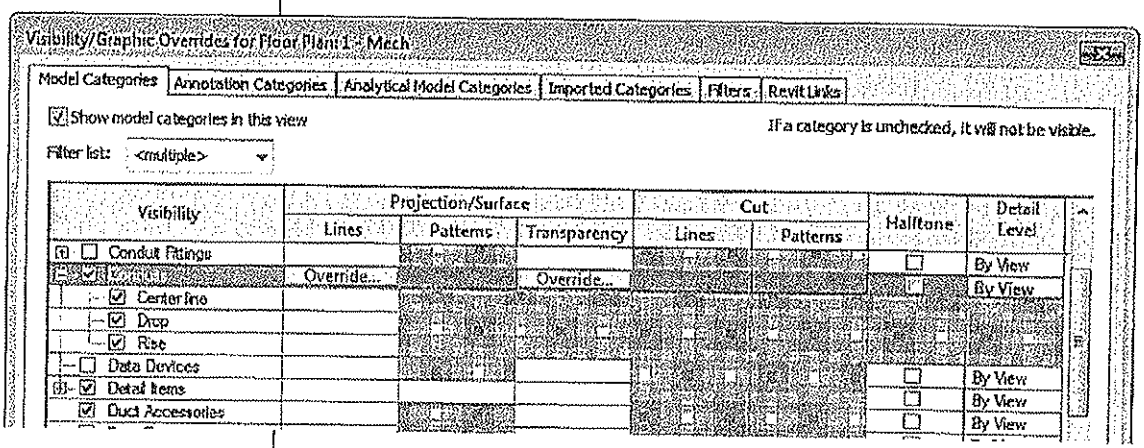

Figure 4–21
- Most elements contain sub-categories that can be modified by expanding the category. *Conduits* consist of **Centerline**, **Drop**, **Rise**, each of which can be customized, as shown in Figure 4–21.